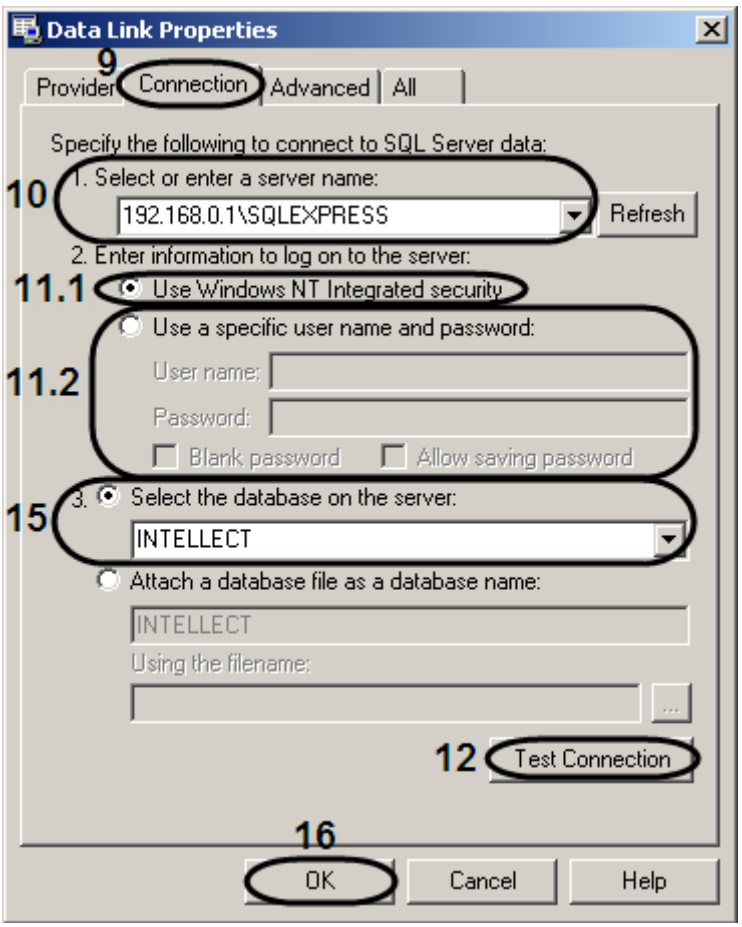

Figure 8.3-32. The "Data link properties" dialog box. The "Connection" tab
9. As soon as the **Next** button is clicked, there is automatic going to the **Connection** tab (Figure 8.3-32).
10. In the **1.Select or enter a server name** select from the list or input manually the address of MS SQL server containing the database that is to be used as a source to sync with the current database (Figure 8.3-32).